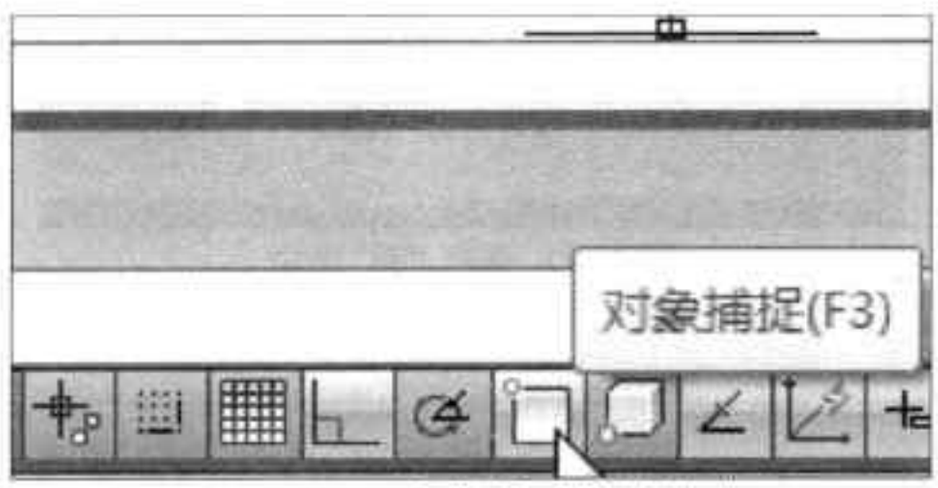

图2-13 开启“对象捕捉”模式
Step 01 执行“直线”命令后，单击状态栏中的“对象捕捉”按钮，使其处于开启状态，如图2-13所示。